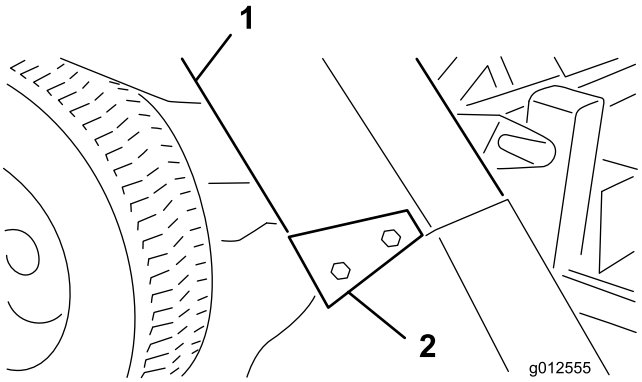

Figura 29
4. Deslize a calha sobre a abertura do soprador e para as cavilhas de montagem (Figura 29).